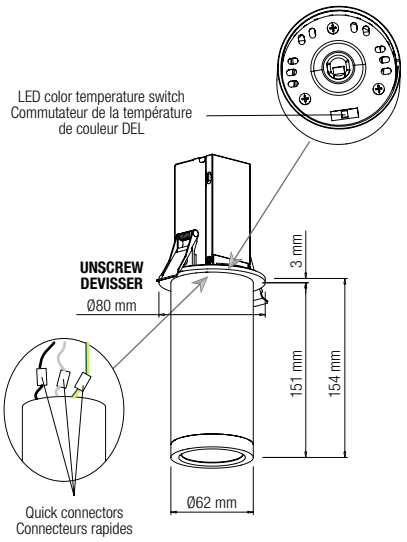

**Fig. 1a**
1. Brancher les connecteurs rapides entre les fils du module cylindrique et ceux du kit de montage (détail Fig. 1a).
2. Sélectionner la température de couleur de la DEL choisie à l'aide de l'interrupteur situé à l'intérieur du cylindre (Fig. 1a détail).
3. Assembler le luminaire en vissant les deux parties (Fig. 1a).